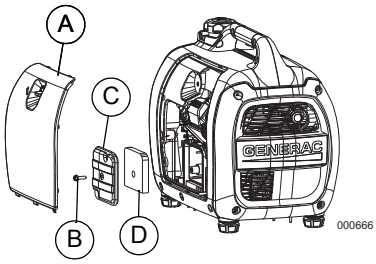

Figure 4-4. Air Filter Assembly
1. See ***Figure 4-4***. Turn knob and remove service door (A).
2. Unscrew bolt (B) and remove air filter cover (C).
3. Wash filter (D) in soapy water. Squeeze dry in clean cloth (DO NOT TWIST).